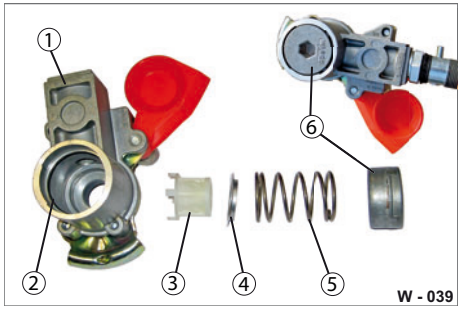

Abb. 40 Kupplungskopf zerlegt
▶ Drücken Sie den Deckel (Abb. 40/6) mit einem Innensechskant, bis zum Anschlag in das Gehäuse (Abb. 40/1) ein. Drehen Sie den Innensechskant um 90°.
▶ Entnehmen Sie die Feder (Abb. 40/5), den Metallring (Abb. 40/4) und den Filter (Abb. 40/3) aus dem Gehäuse.
▶ Prüfen Sie die Dichtung (Abb. 40/2) auf Beschädigungen, Vorhandensein. Ersetzen Sie beschädigte Dichtungen.